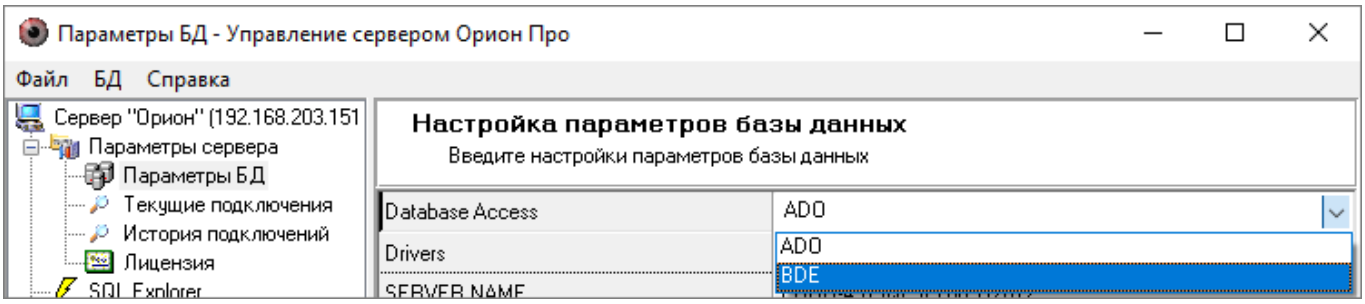

Рисунок 4-12 Выбор способа доступа к базе данных "BDE"
1) указать способ доступа к базе данных BDE, выбрав этот пункт в выпадающем списке (см. Рисунок 4-12) При выборе для способа доступа к базе данных значения «BDE» драйвер для